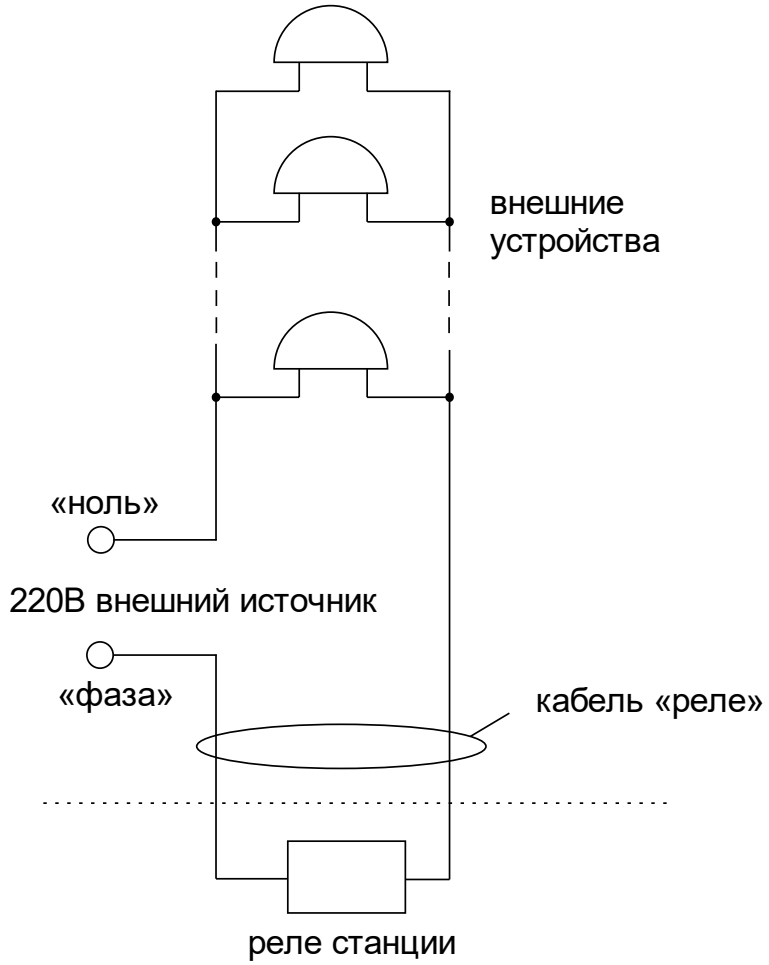

Рис. 1.
4.6. Подсоедините кабель «Реле» через клеммную коробку, предназначенную для коммутации кабелей электропитания напряжением до 380 В, следующим образом. (см. схему на рис.1). На один из проводов кабеля «Реле» необходимо подать «фазу» внешнего напряжения электросети 220 В, предназначенной для питания внешних устройств; второй провод кабеля «Реле» подключить непосредственно к одному из входов питания внешних устройств; другой вход питания внешних устройств подключить на «ноль» питающей электросети 220 В. Все внешние устройства должны быть соединены друг с другом по входам питания параллельно. К внешним устройствам относятся, например, школьные звонки громкого боя.